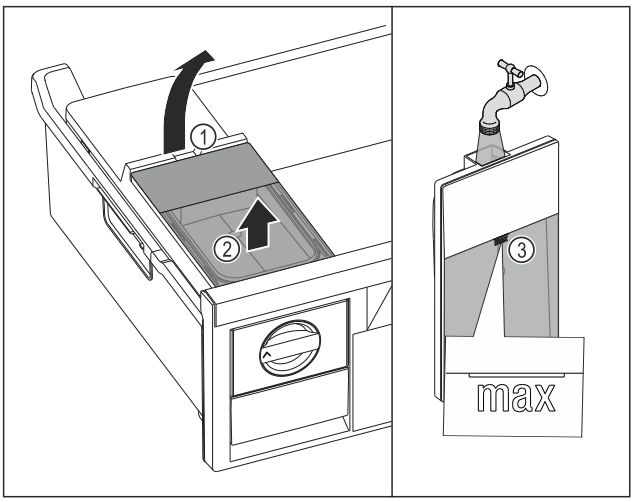

Fig. 125
▶ Nosta vesisäiliö lovesta *Fig. 125 (1)*.
▶ Ota vesisäiliö ulos yläkautta. *Fig. 125 (2)*
▶ Täytä vesisäiliö juomavedellä merkintään *Fig. 125 (3)* asti.